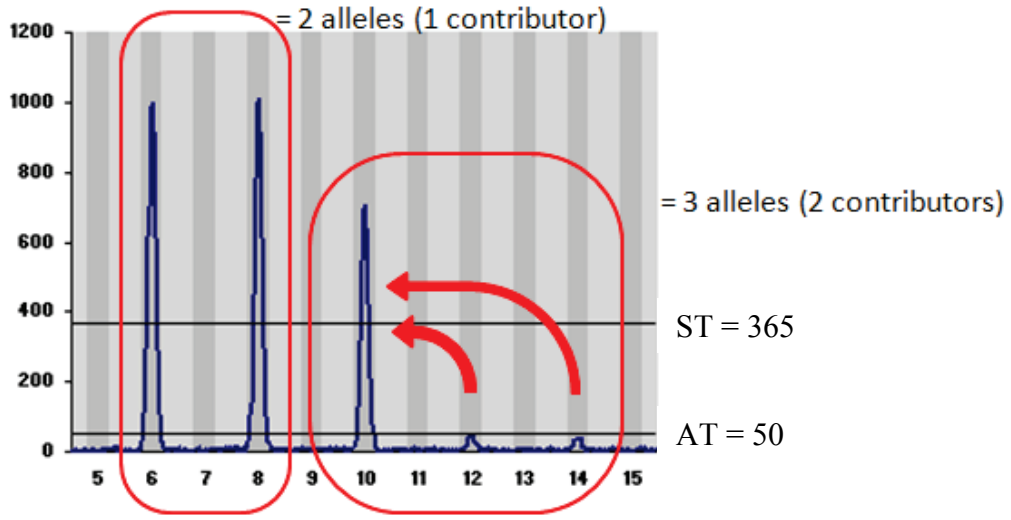

Figure 20
- At a 3-allele locus, one allele below 730 RFU *could* be paired with two alleles less than 50 RFU, as illustrated below in Figure 20. In this 3-person mixture situation, the 10 allele is less than 730 RFU and the two peaks below the analytical threshold could account for the entire height of the 10 allele.
- At a 2-allele locus, one allele below 730 RFU *could* be paired with two alleles less than 50 RFU. In this scenario, the one allele above 730 RFU would be a homozygote (similar to Figure 20 above).